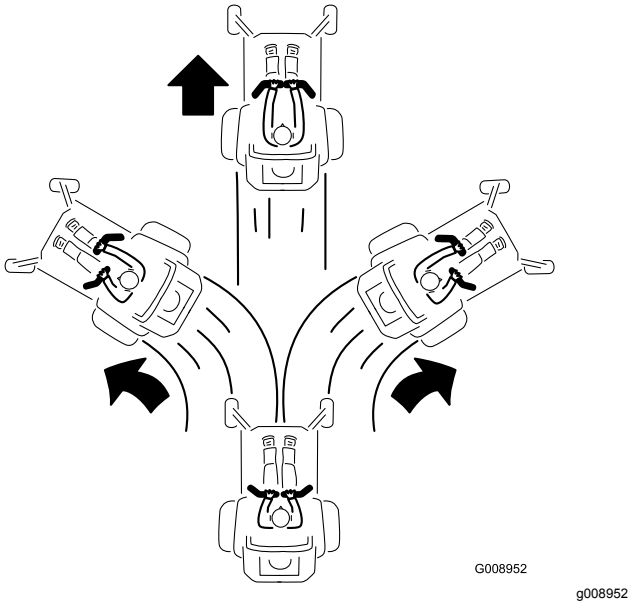

Figure 16
2. Pour vous déplacer en marche avant, poussez lentement les leviers de commande de déplacement vers l'avant (Figure 16).
Pour vous déplacer en ligne droite, appliquez une pression égale sur les deux leviers de déplacement (Figure 16).
Pour tourner, relâchez le levier de commande correspondant à la direction que vous voulez prendre (Figure 16).